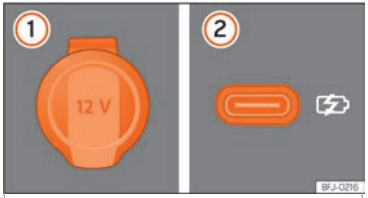

Fig. 144 ① Prise de courant de 12 volts. ② Prise de courant USB sur la partie arrière de la console centrale.
- Levez le cache de la prise de courant ››› **fig. 144** ①.
Ces entrées USB se trouvent à l'arrière de la console centrale, entre les sièges avant ››› **fig. 144** ②. Ces connecteurs peuvent fonctionner à une puissance maximale de 10,5 W par port.